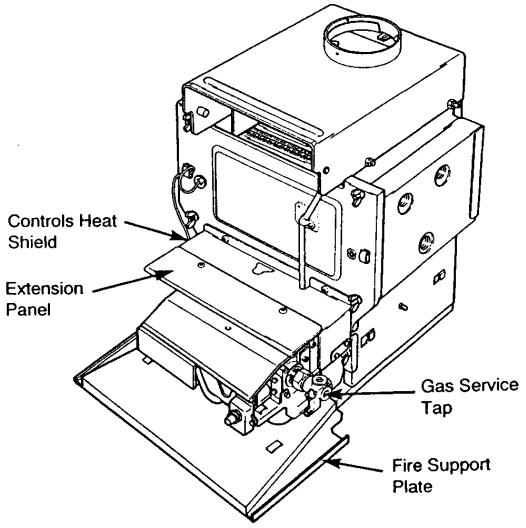

Fig. 4 Wall Fixing - Support Plate
The supply must be 230V ~ 50Hz 110W. The electrical supply to the fire is via a length of 3 core cable with 3 pin socket provided. The cable must be connected to the electrical plug and socket on the boiler base (Fig.4). These connections should be made when the boiler electrical connection is made as follows: (See also Boiler Installation Instructions).
4. It is necessary to unscrew and remove the extension plate from the boiler controls heat shield. Once removed this item can be discarded (Fig.4).
1. Slide the fire support plate over the overhanging boiler base (Fig.4). Using the screws provided, loosely attach the plate using the slots at each side.
3. Turn on the gas service tap (at present supplying gas to the boiler only) fully anti-clockwise. The service tap is now supplying both the boiler and the fire (Fig.4).
4. Turn off the gas service tap by turning fully clockwise (Fig.4).